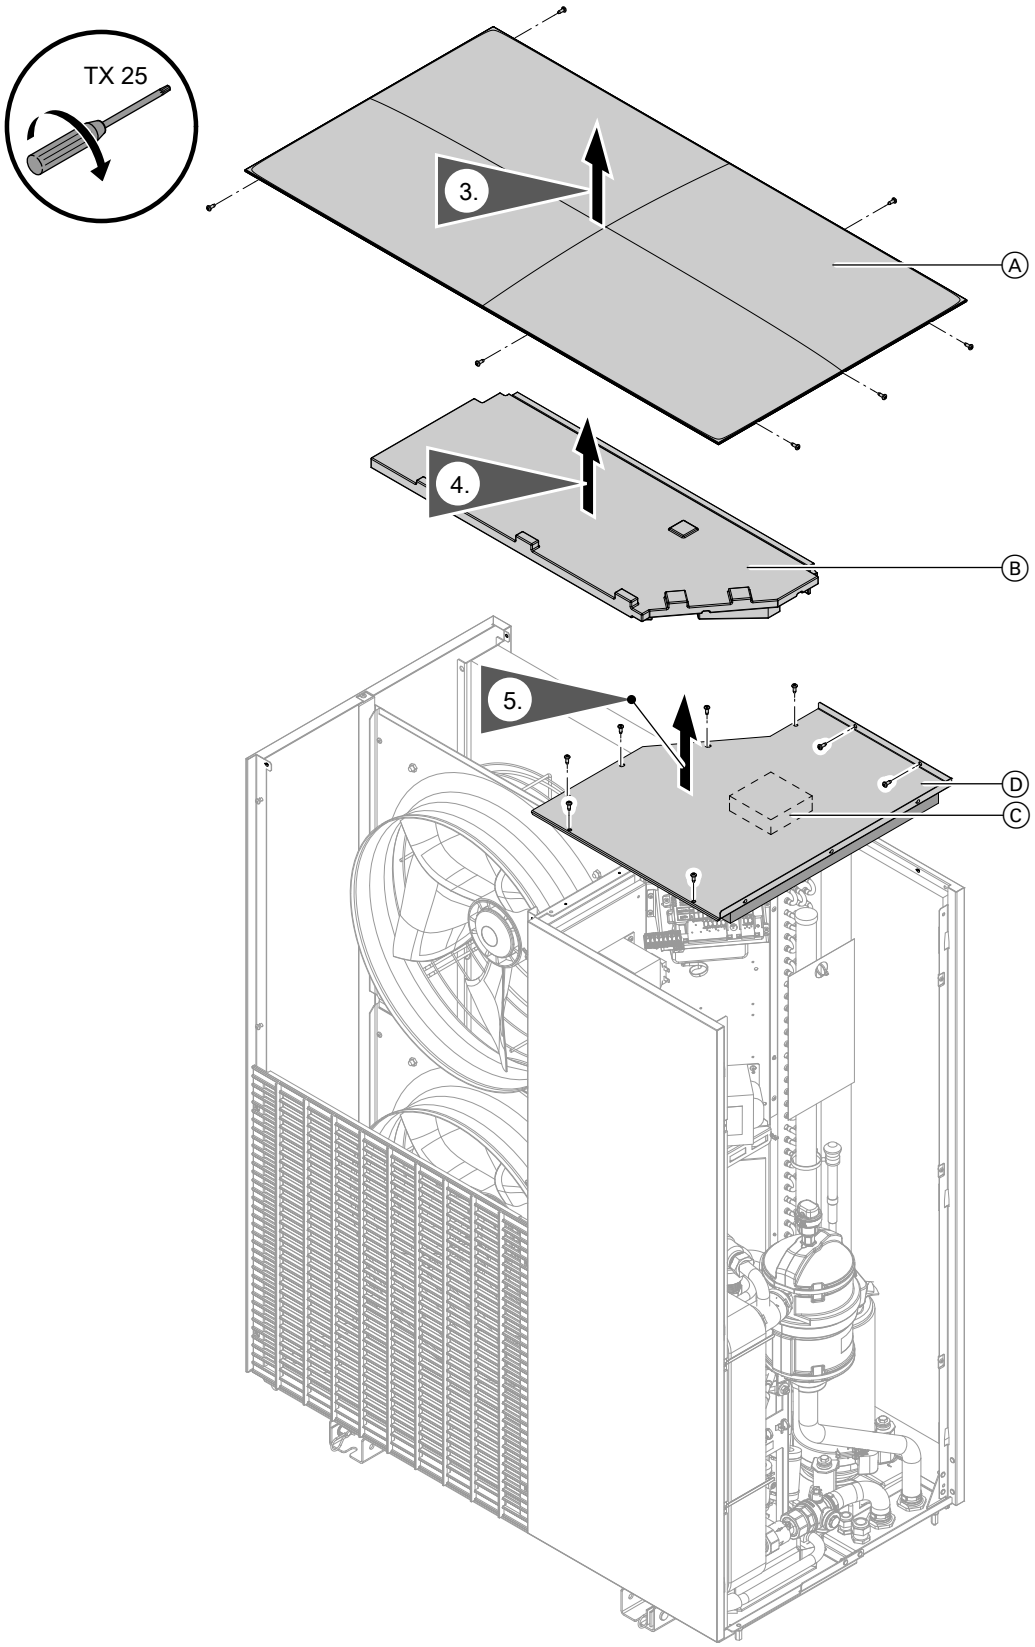

*Abb. 90*
**4.** Deckel abbauen: Siehe Abb. 90.
**3.** Deckel abbauen: Siehe Abb. 90.
**2.** Deckel abbauen: Siehe Abb. 90.